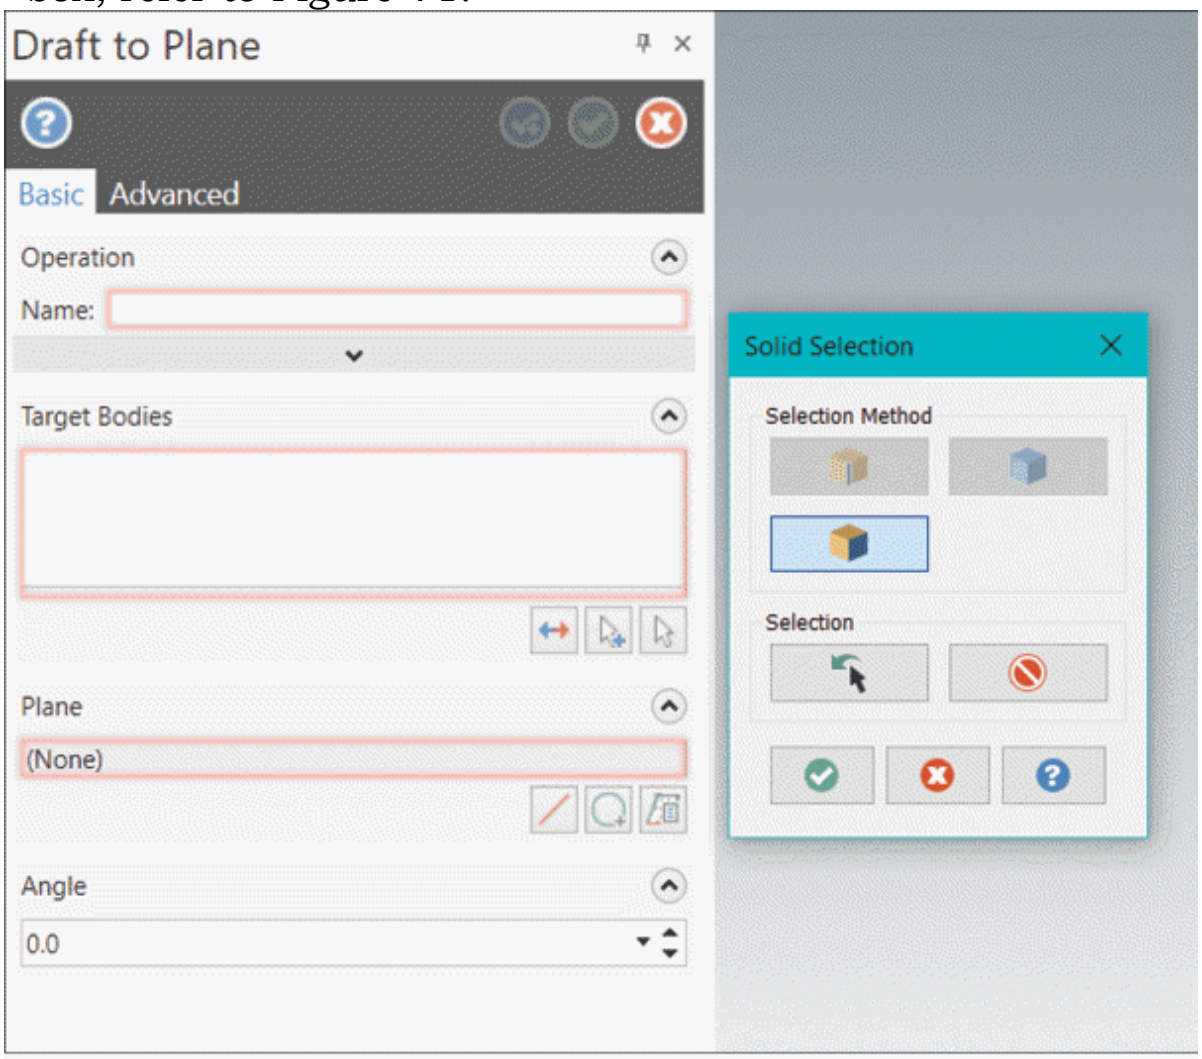

Figure-71. Draft to Plane Manager with Solid Selection dialog box
- Click on the **Draft Plane** tool from the **Draft** drop-down in the **Modify** group of **Solids** tab in the **Ribbon**. The **Draft to Plane Manager** will be displayed with **Solid Selection** dialog box; refer to Figure-71.